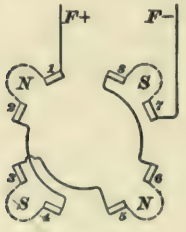
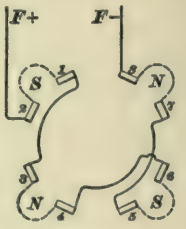

FIG. 9.
FIG. 10.
**10.** Figs. 9 and 10 show two ways of connecting the coils and bringing out the car-wire leads. The dotted curved lines indicate the turns of wire in the field coil itself; the figures
continuous series. $F+$ and $F-$ are the leads, which are brought out to connect to the leads coming out of the car hose. It must be noticed that the only difference between the connections of Fig. 9 and those of Fig. 10 is that where a pole piece is a north pole in one case it becomes a south pole in the other, and vice versa. Assuming that the rest of the connections are right, the only thing to look out for is to see that the car leads come from the top lug on one top field coil and from the bottom lug on the other top coil.
Let us assume Fig. 9 to be the standard connection that has been adopted on some particular road. In this view, beginning with the left-hand top lug, all the lugs are numbered in regular order from *1* to *8*, inclusive, in a direction contrary to that